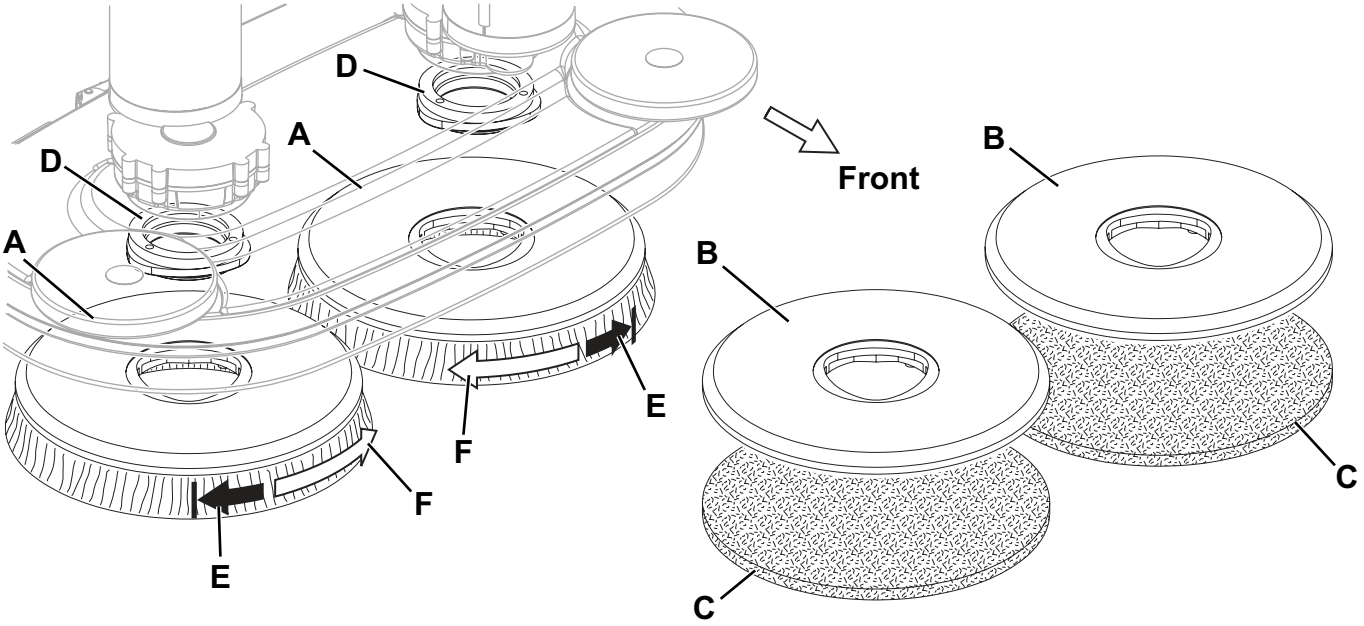

Figure 1
Sur la machine équipée de la tête spéciale, on peut installer les brosses (A, Fig. 1) et les plateaux support disque (B) avec disques (C) en fonction du traitement à effectuer sur le sol.